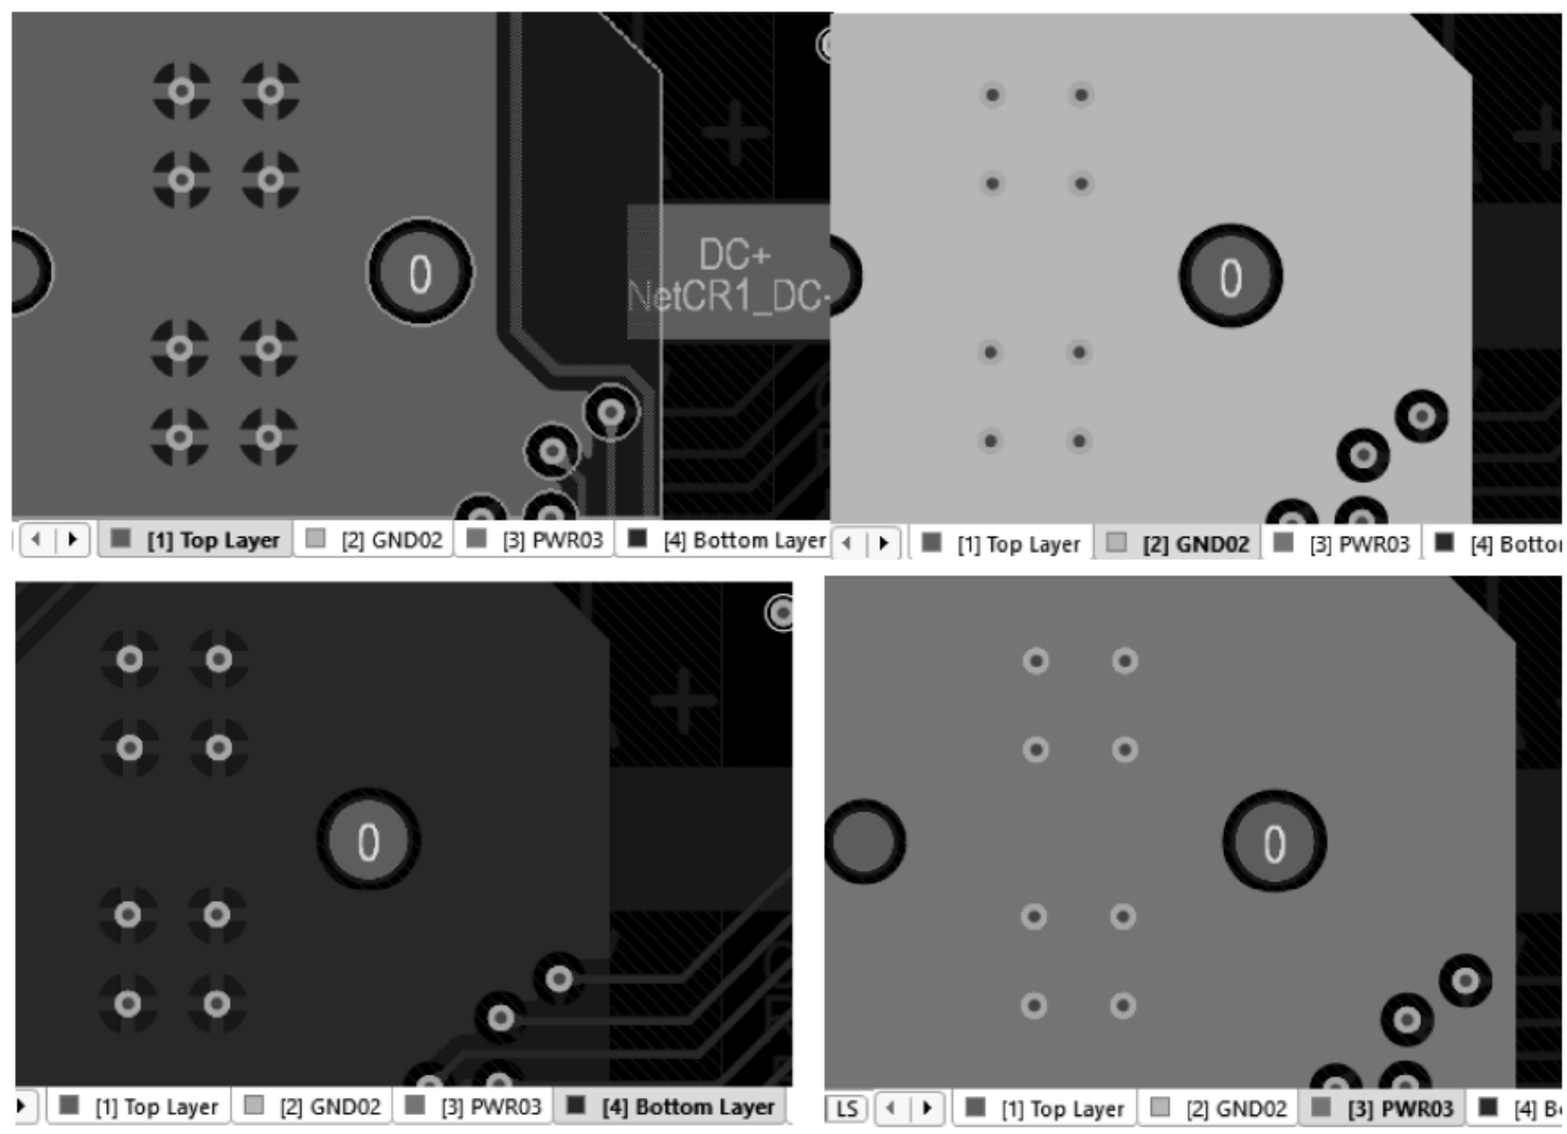

图 2-7　表层过孔热焊盘连接，内层过孔全连接
(3) 规则设置完成后,回到 PCB 编辑环境下进行铺铜,可以看到表层的过孔与铜皮的连接方式为热连接的方式,中间层的过孔与铜皮的连接方式为全连接的方式。如图 2-7 所示。